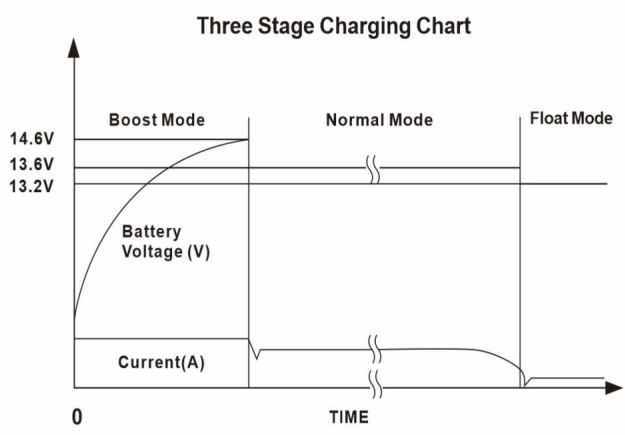

Figur 1
(1) Terminalen märkt + eller POS är för RV 12VDC positiv anslutning.
(2) Terminalen markerad - eller NEG är för RV12VDC negativ anslutning.
(3) 12VDC-utgångskablagret kräver inget överströmsskydd n eftersom omvandlaren/laddaren begränsar utströmmen. Alla elektriska anslutningar måste dock uppfylla gällande NEC-kod. .
9. Blybatteriläge: Vrid brytaren A till blybatteriläge, batteriet laddas i 3-stegsläge (Figur 1).